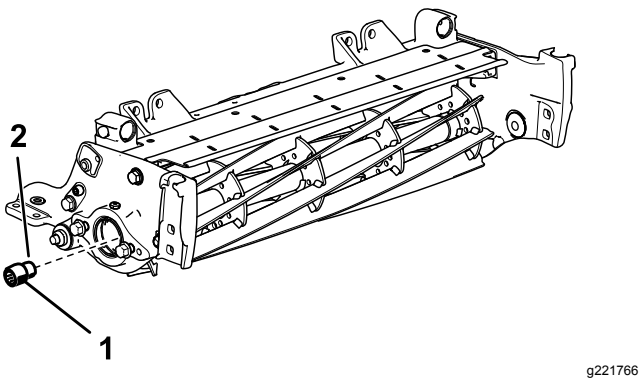

Figuur 4
8. Breng middelmatig sterk schroefdraadborgmiddel (zoals Blue Loctite® 243) aan op de schroefdraden van het nieuwe langere spie-as insteekstuk (Figuur 4) en monteer het op de as van de messenkooi, dit uitsluitend aan de kant van de messenkooimotor. Draai het insteekstuk vast met een torsie van 115 tot 128 N·m.